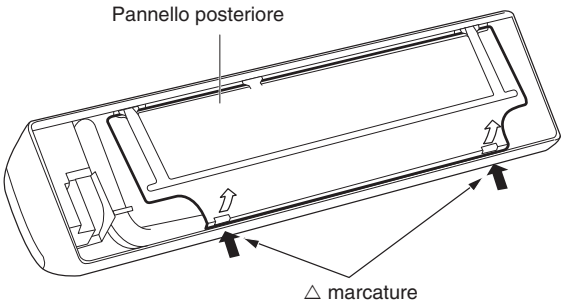

Fig. 3-2
(2) Premendo i due contrassegni △ impressi sul coperchio del telaio sganciare da quest'ultimo le linguette fisse. (Fig. 3-2)